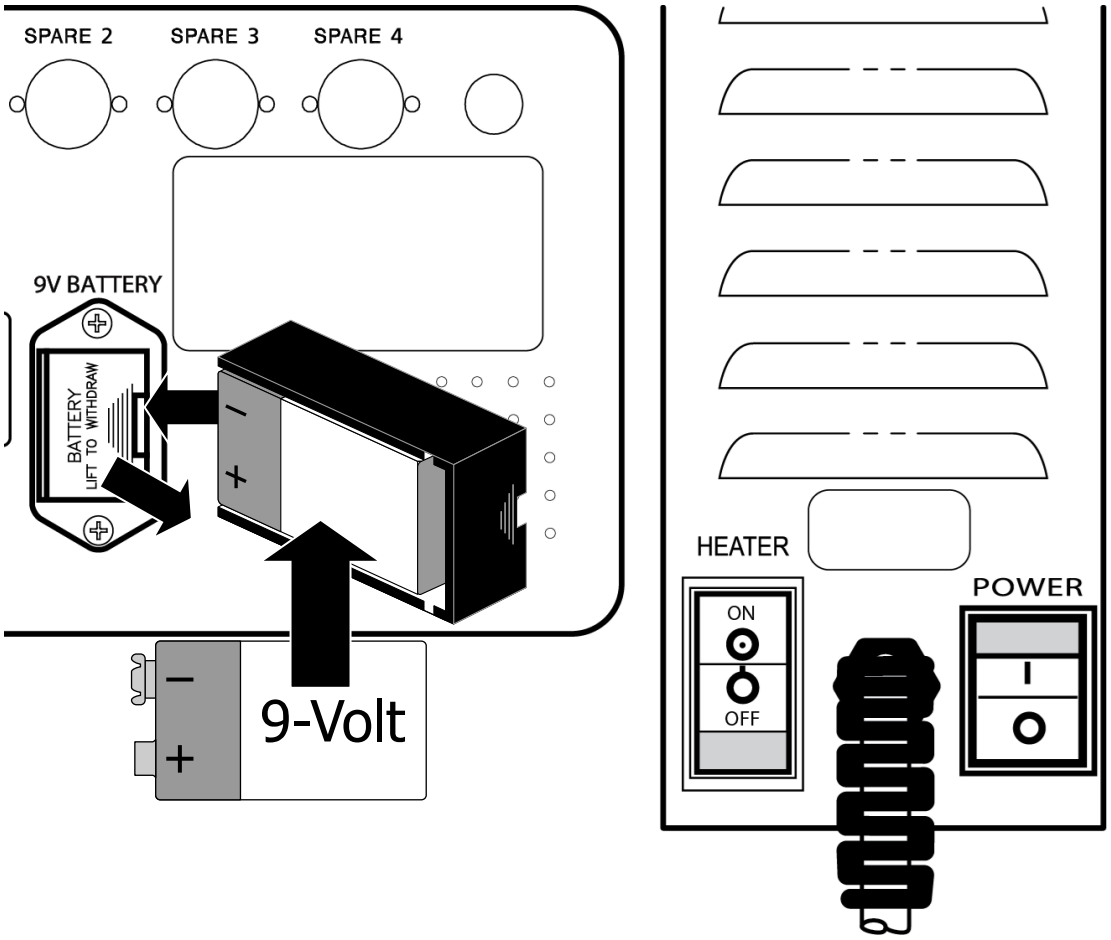

Figure 102 – Replacing the 9-Volt Battery
3. Place a fresh battery in the cartridge and reinsert it back into the machine as shown in Figure 102. The negative side of the 9-Volt battery should be on top.
4. Power the machine ON and, using the mains power switch on the back of the machine (see the right side of Figure 102), shut off the power to the machine. Listen for the No Power alarm, if the alarm does not sound, repeat steps 1-4.